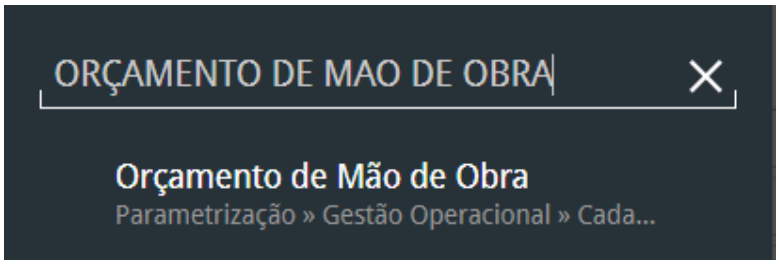

Figura 87: Orçamento de Mão de Obra
2. Digite **Orçamento de Mão de Obra** na barra de pesquisa (Figura 87) e selecione o resultado correspondente.